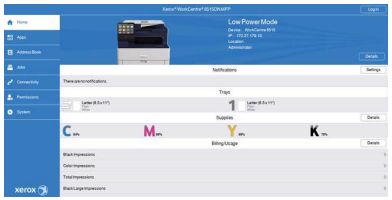

Figure 1
- The following window appears. (Figure 1)